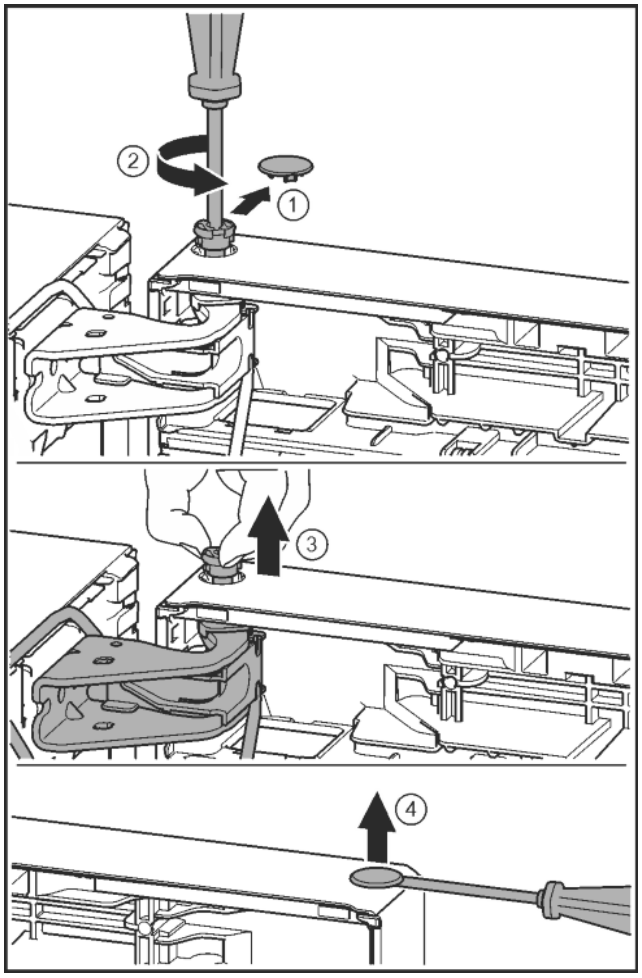

Fig. 24
- ▶ Carefully remove the protective cover. *Fig. 24 (1)*
- ▶ Undo the bolt a little with a T15 screwdriver. *Fig. 24 (2)*
- ▶ Hold the door and remove the bolts with your fingers. *Fig. 24 (3)*
- ▶ Carefully lift the plugs out of the door bearing bush with a slotted screwdriver and remove. *Fig. 24 (4)*